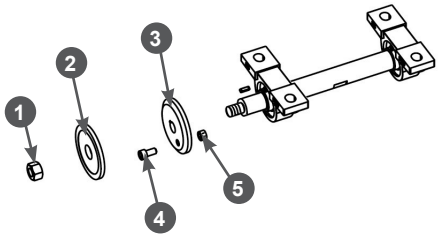

Рис. 15 Схема вала режущего диска
4. С помощью ключей, закреплённых на раме, открутите гайку 1 крепления диска (левая резьба) и снимите внешнюю шайбу 2 крепления режущего диска (Рис. 15).
5. Возьмите из комплекта поставки устройства болт М6 с гайкой, закрутите болт 4 в отверстие на внутренней шайбе 3 крепления режущего диска и законтрите его, закрутив гайку 5 (Рис. 15).